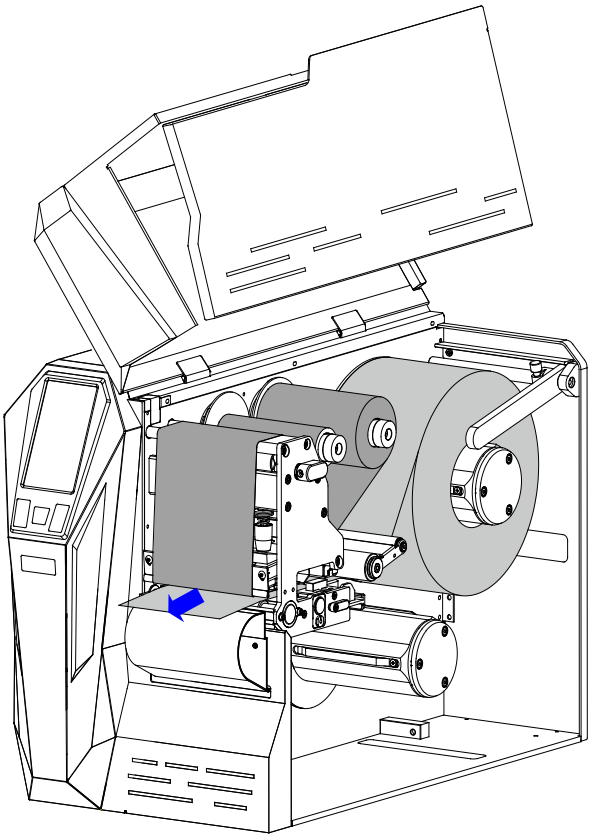

Figure 2-34 Load the Media
2. Thread the media along the Media Path as shown in Figure 2-7, loaded media is shown in Figure 2-34.
6. On the "Seagull Driver Wizard" screen, select "Install printer drivers", and then click "Next", as shown in Figure 2-34.